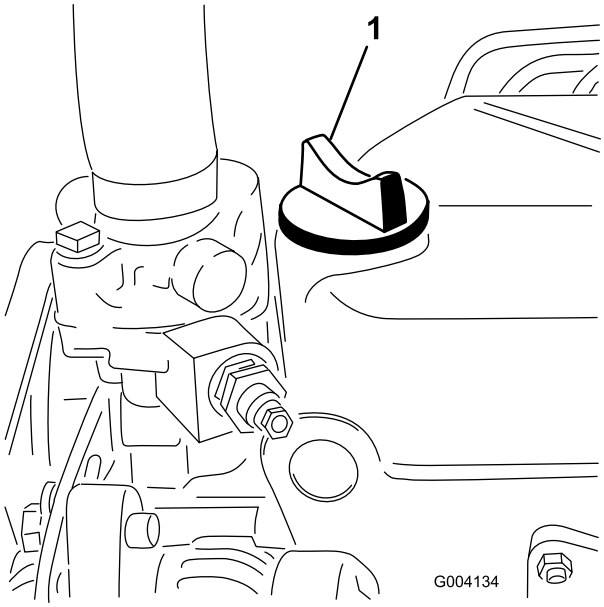

Figur 28
5. Om oljenivån inte når upp till markeringen Full på oljestickan (Figur 28) fyller du på olja tills nivån når upp till markeringen.